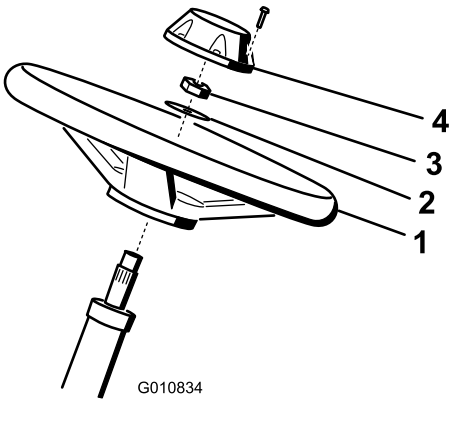

Figur 6
1. Trä på ratten på styraxeln (Figur 6).
2. Trä på brickan på styraxeln (Figur 6).
3. Fäst ratten på axeln med en låsmutter och dra åt den till 27–35 Nm (Figur 6).
4. Montera kåpan på ratten och fäst den med sex skruvarna (Figur 6).